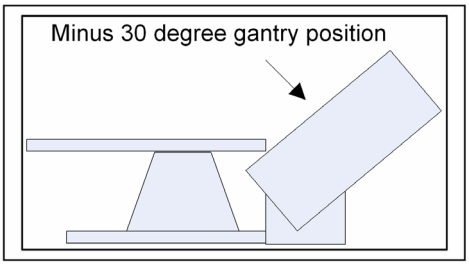

Figure 8-95 Gantry in Tilt Hydraulic Service Position
a.) If the gantry tilt function allows, use the controls on the gantry to drive the gantry to the minus 30-degree (All the way back) position. Refer to Figure 8-95 for a side view and exact location of the gantry.
b.) If the gantry tilt function is not operational, use the service switch on the gantry control board to drive the gantry to the minus 30-degree (All the way back) position. Refer to Figure 8-95 for a side view and exact location of the gantry.
Note: When you are standing at the back of the table facing the Gantry Display Board, looking through the gantry, the top of the gantry must be tilted away from you, (All the way back). Refer to Figure 8-95 for a side view and exact location of the gantry.